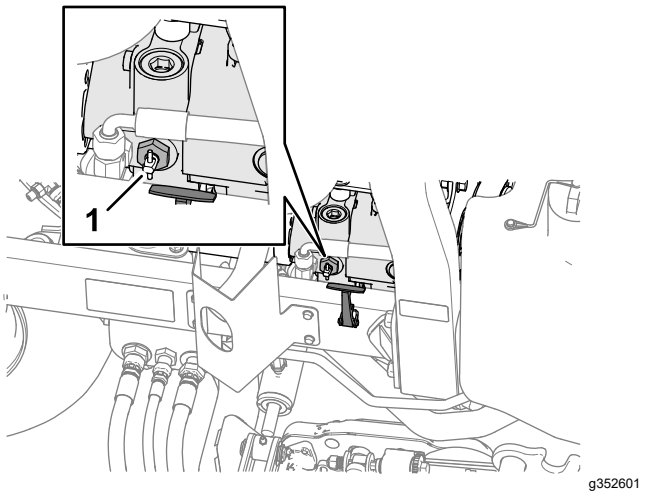

Figur 48
2. Vrid överströmningsventilhandtaget på pumpen 90° (Figur 48). Handtaget sitter nära motorhuvens högra spärr.